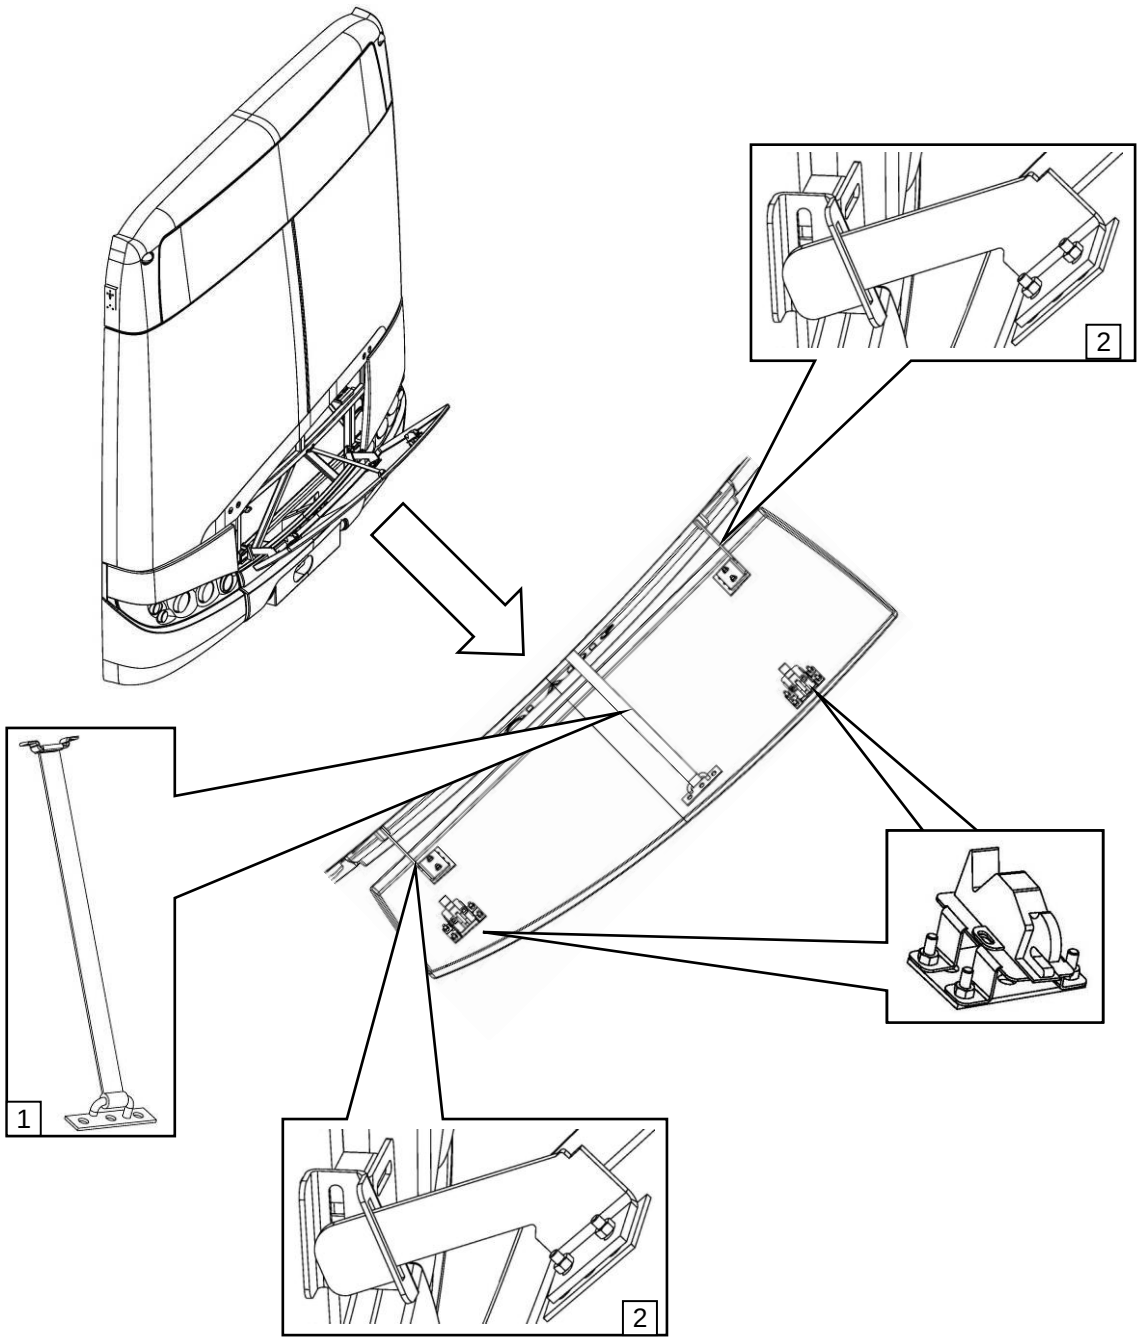

Rys. 4 Demontaż klapy środkowej pojazdu, 1 – pasek zabezpieczający, 2 – prowadnice
- zdemontować pasek zabezpieczający i wyjąć klapę z prowadnic (Rys. 4)